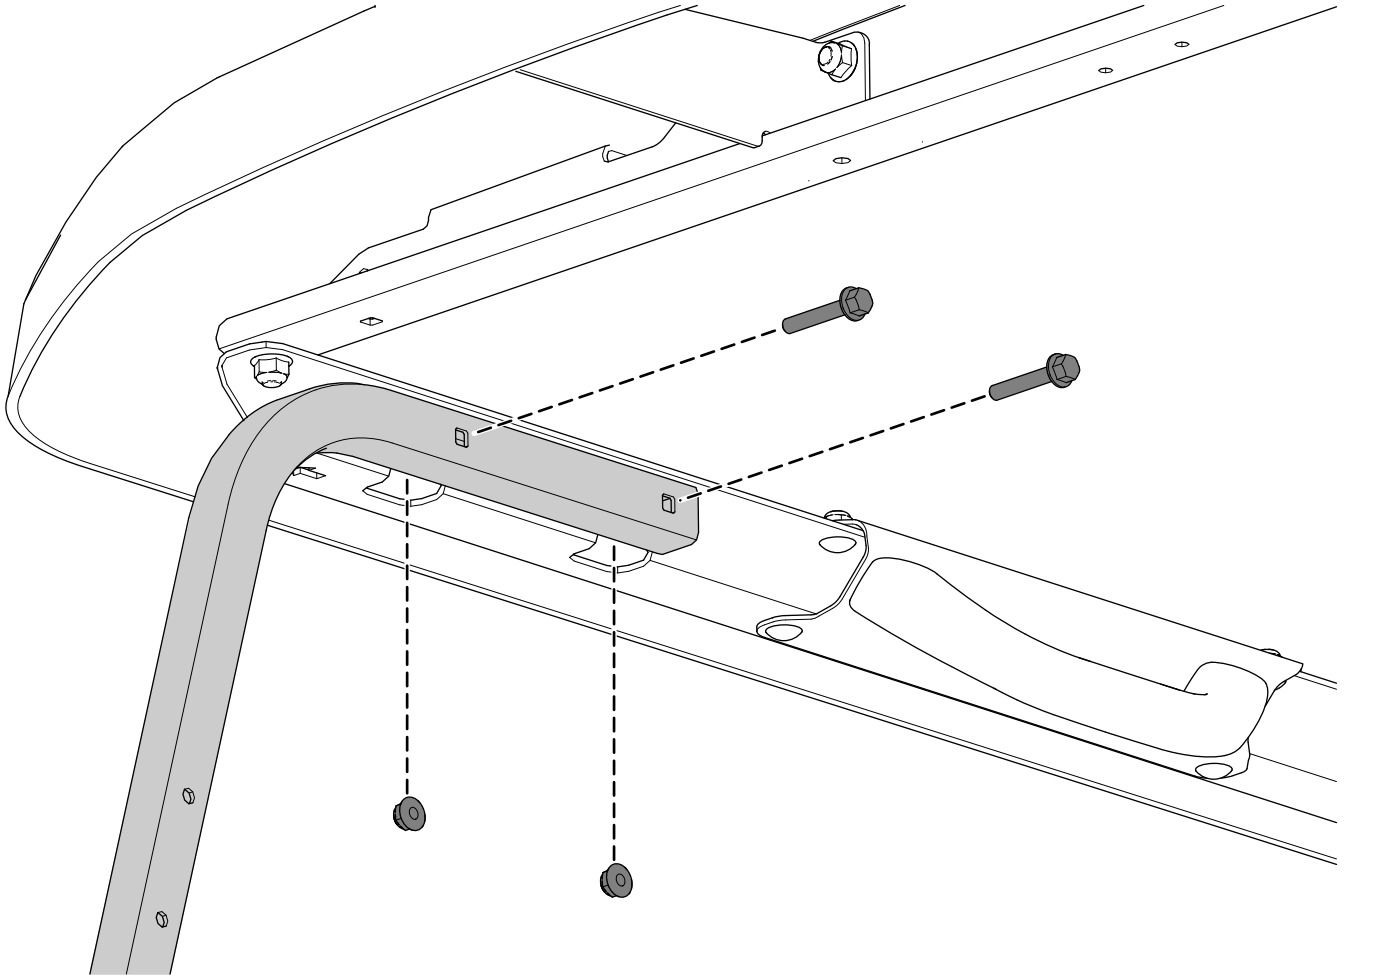

Figura 4
4. Instale sem apertar a parte superior dos tubos frontais da estrutura utilizando os quatro parafusos de cabeça flangeada (¼ pol. x 1½ pol.) e quatro porcas de bloqueio (¼ pol.) como se mostra na Figura 4.